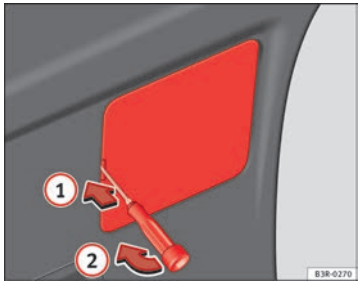

Fig. 233 Remove the cover of the rear lid trim
– Insert the screwdriver into the opening in the cover ⇒ Fig. 233 (1) and detach the cover (2).